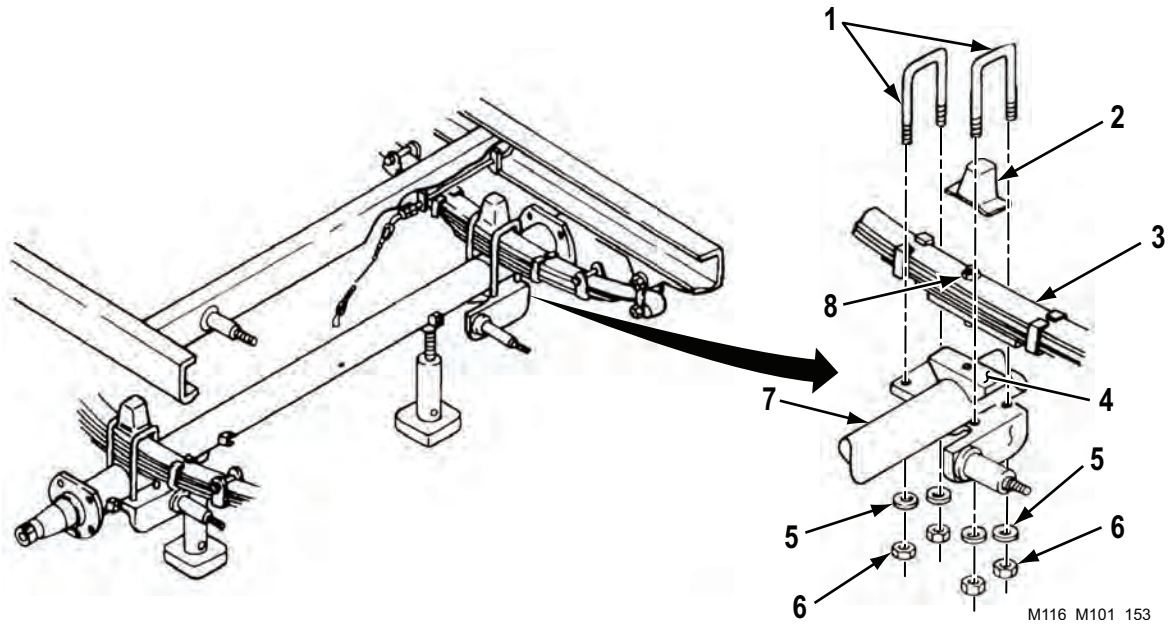

Figure 1. Axle Replacement.
1. Place midpoint of axle (Figure 1, Item 7) on lifting device and position axle (Figure 1, Item 7) under trailer.
2. Raise axle (Figure 1, Item 7) until it contacts underside of spring assembly (Figure 1, Item 3). At each end of axle (Figure 1, Item 7), engage spring assembly center bolt head (Figure 1, Item 8) with hole in pad on bumper (Figure 1, Item 2).
3. Install bumper (Figure 1, Item 2) on each spring assembly (Figure 1, Item 3).
4. At each end of axle (Figure 1, Item 7), install two U-bolts (Figure 1, Item 1) into grooves of bumper (Figure 1, Item 2) and through holes in spring plate (Figure 1, Item 4).
5. At each end of axle (Figure 1, Item 7), install four washers (Figure 1, Item 5) and new self-locking nuts (Figure 1, Item 6) on two U-bolts (Figure 1, Item 1).
6. Remove lifting device from under axle (Figure 1, Item 7).